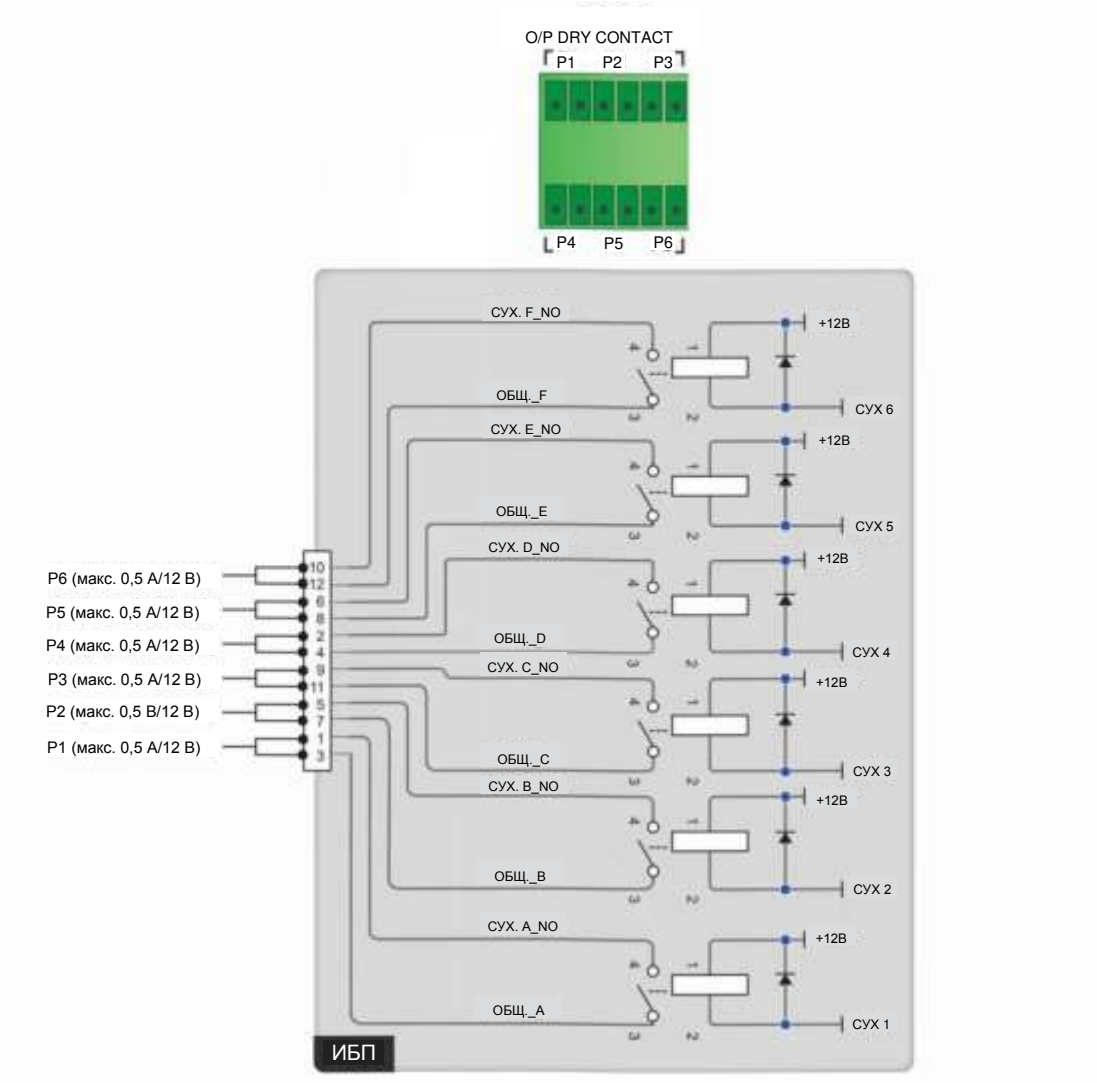

Рисунок 4-9: Схема выходных сухих контактов
В комплекте есть шесть наборов программируемых выходных сухих контактов (см. ***Рисунок 4-9).*** Используйте сенсорную панель для настройки каждого сухого контакта как нормально разомкнутого (NO) или нормально замкнутого (NC). Каждому сухому контакту можно назначить конкретное событие для срабатывания. Исходя из области применения ИБП, можно назначить 6 событий из 21. См. описание 21 программируемого события в таблице ниже. Для изучения инструкций по настройке, свяжитесь с местным дилером и обратитесь к п. ***7.10.6 Настройка сухих контактов.***